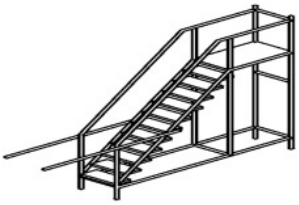

fig. 5.2
3. As, during assembly, it may be necessary to access high parts always use a suitable safety ladder (*fig. 5.2*)